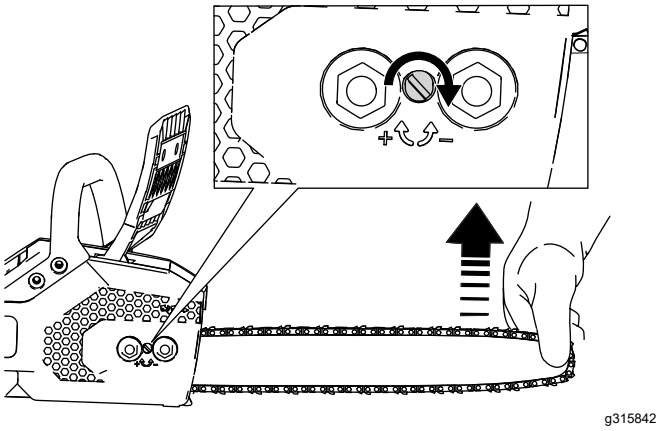

Figur 27
6. Hold spidsen af styreskinnen opad (Figur 27).
- **For at spænde kæden** skal skruen til kædespænding skrues med uret (Figur 27).